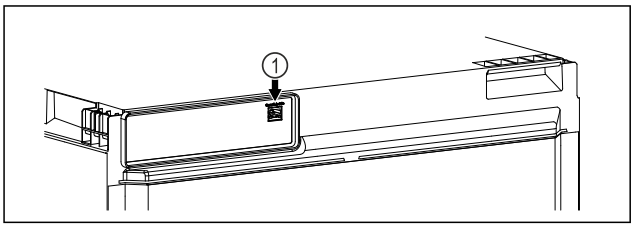

Fig. 18
- ❑ SmartModule *Fig. 18 (1)* este instalat.